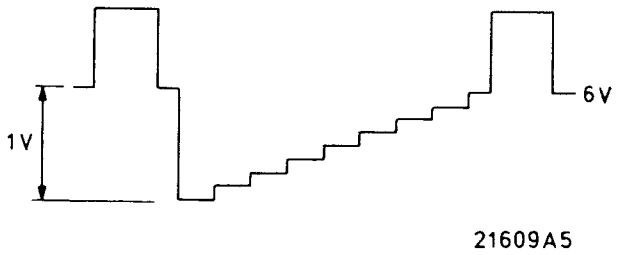

Bild 2
c. Die Helligkeitsregelung so einstellen, dass das Niveau des Schwarzbalkens im Videosignal auf 6 V liegt (siehe Bild 2). Mit dem Kontrasteinsteller R426 die Amplitude des Videosignals auf 1 V_{ss} einstellen. Die Sättigungsregelung auf 5,5 V Gleichspannung an Punkt 2 von IC801 einstellen.